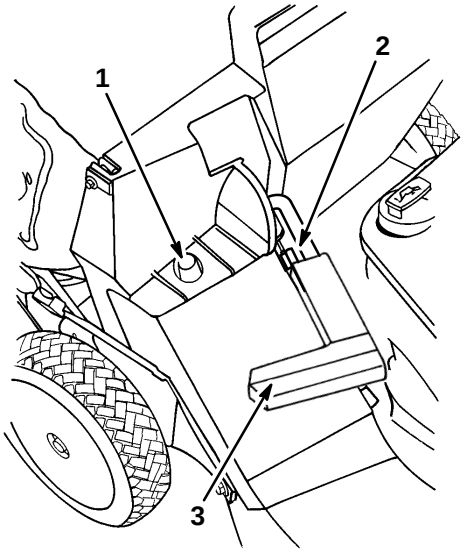

Figure 13
2. Ensure chute door handle is fully forward and pin is engaged in catch (Fig. 13).
3. INSTALLING BAG—Slide hole in bag frame onto retaining post on discharge tunnel (Fig. 13). Set rear of bag frame onto support rod.
5. EMPTYING BAG—Stop engine and wait for all moving parts to stop. Raise discharge door handle and move it forward to engage the locking pin with the catch (Fig. 13). Grasp handles at front and rear of bag and lift bag off mower. Gradually tip bag forward to empty clippings.